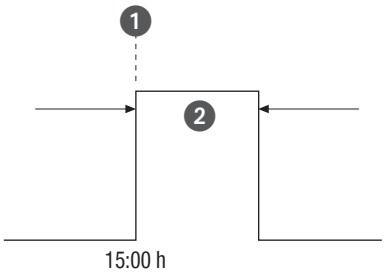

Fig. 31: Commutazione impulsi
- (Fig. 31❶) Ora di avvio
- (Fig. 31/❷) Durata = Accensione ON